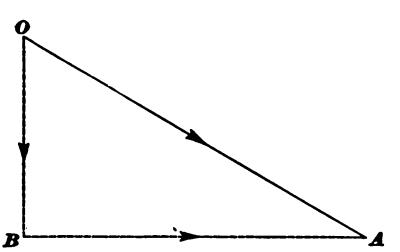

FIG. 5.
84. Since two forces can be combined to form a single resultant force, we may also treat a single force as if it were the resultant of two forces whose action upon a body will be the same as that of a single force. Thus, in Fig. 5, the force $O\,A$ may be resolved into two forces $O\,B$ and $B\,A$. If the force $O\,A$ acts upon a body moving or at rest upon a horizontal plane, and the resolved force $O\,B$ is vertical and $B\,A$ horizontal, $O\,B$, measured to the same scale as $O\,A$, is the magnitude of that part of $O\,A$ that pushes the body *downwards*, while $B\,A$ is the magnitude of that part of the force $O\,A$ that is exerted in pushing the body in a *horizontal* direction. $O\,B$ and $B\,A$ are called the **components** of the force $O\,A$, and when these components are vertical and horizontal, as in the present case, they are called the *vertical component* and the *horizontal component* of the force $O\,A$.
85. It frequently happens that the position, magnitude, and direction of a certain force is known, and that it is desired to know the effect of the force in some direction other than that in which it acts. Thus, in Fig. 5, suppose that OA represents, to some scale, the magnitude, direction, and line of action of a force acting upon a body at A, and that it is desired to know what effect OA produces in the direction BA. Now BA, instead of being horizontal, as in the figure, may have any direction. To find the value of the component of OA which acts in the direction BA, we use the following rule:
Thus, suppose OA, Fig. 5, represents a force acting upon a body resting upon a horizontal plane, and it is desired to know what *vertical pressure* OA produces on the body. Here the desired direction is vertical; hence, from one extremity, as O, draw OB parallel to the desired direction (vertical in this case), and from the other extremity draw AB perpendicular to OB and intersecting OB at B. Then OB, when measured to the same scale as OA, will be the value of the vertical pressure produced by OA.